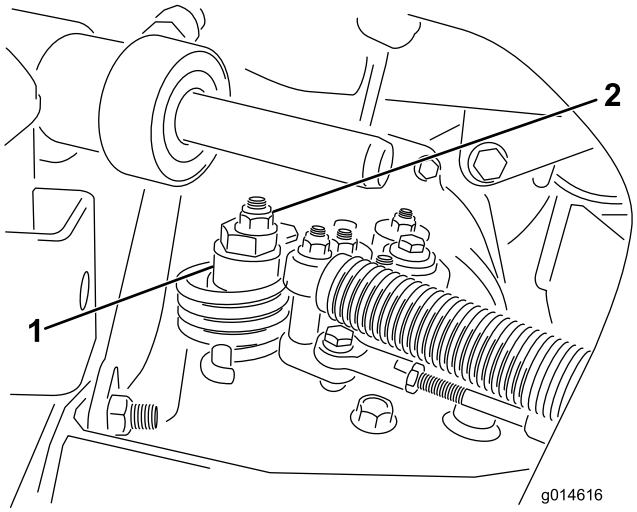

Figura 3
A. Afloje la tuerca que sujeta el excéntrico a la parte superior del hidrostato (Figura 3).
D. Gire el excéntrico hasta que no haya movimiento en ningún sentido. Cuando la rueda deje de girar, apriete la tuerca para bloquear el excéntrico y el ajuste (Figura 3).